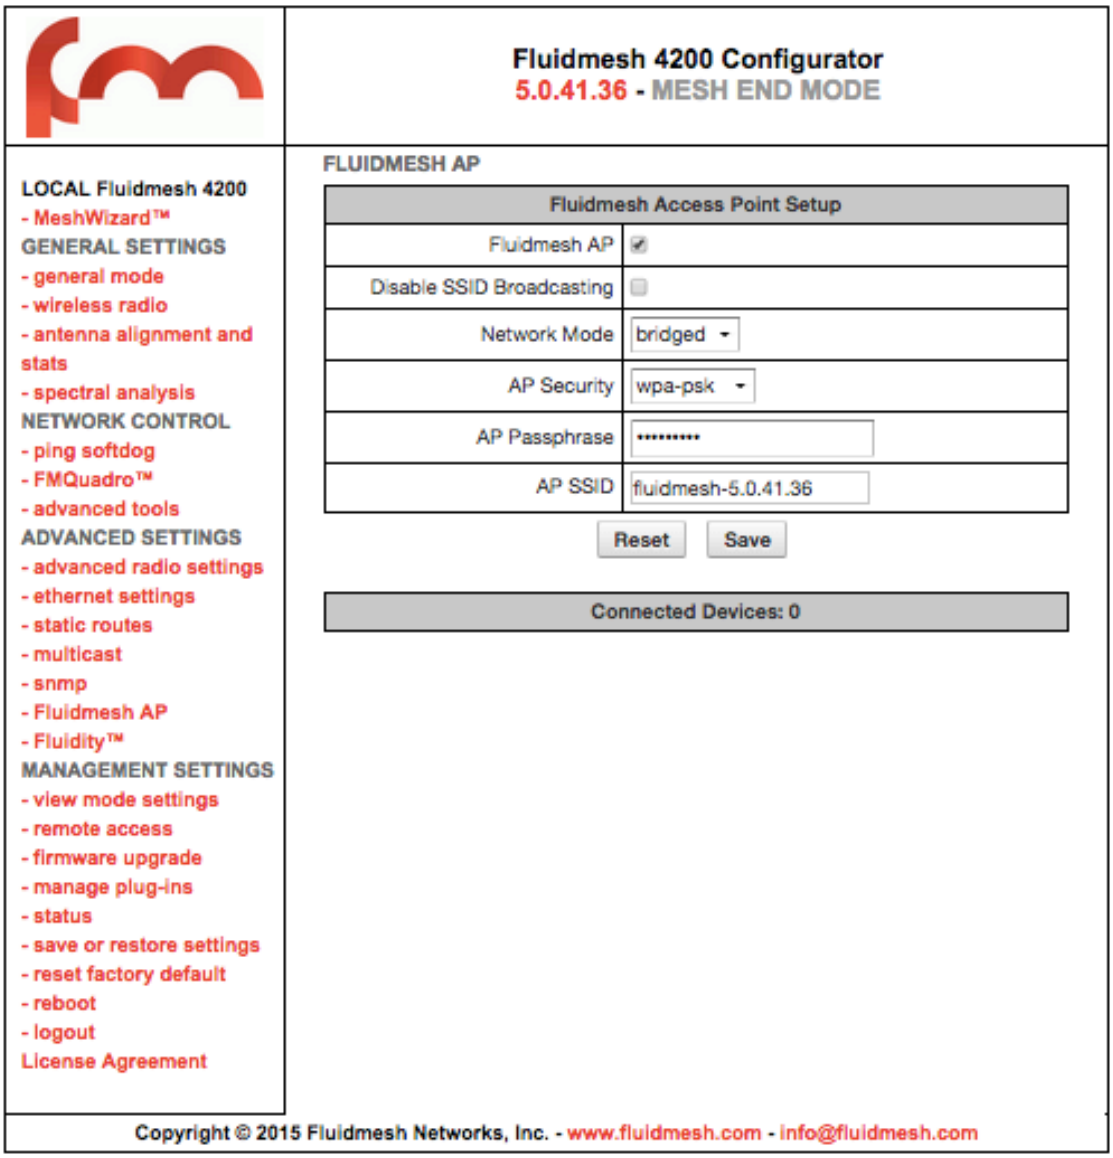

**Fig. 7.16 - Wi-Fi Access Point Configuration Page**
Firmware 6.5 and above feature an embedded Wi-Fi access point (AP) that works together with the standard Fluidmesh mesh interface. The purpose of the embedded Wi-Fi AP is mainly site maintenance and service. By enabling the Wi-Fi AP, it will be possible to connect to the Fluidmesh radios with a standard PC or laptop equipped with a Wi-Fi NIC card. To avoid impacting the performance of the mesh interface, the Wi-Fi access point bandwidth is limited to 5 Mb/s. This can be enough for maintenance, browsing the network and, in this case, for pulling one camera video. Fig. 7.16 reports the configuration page for the Wi-Fi AP. The AP can be enable/disable by clicking on the relative box. By selecting the parameter “Disable SSID Broadcasting”, the user can hide the visibility of the AP by preventing the AP from broadcasting the specified SSID. “AP Security” indicates the encryption mechanism used by the AP to encrypt the communication to and from the clients using the encryption secret “AP Passphrase”. Finally, DHCP parameters must be specified so that the client could be assigned with a proper IP address automatically during the association phase. Please note that for each Fluidmesh radio in the network, the Wi-Fi AP, if enabled, should be configured using a different DHCP IP class so as to avoid IP conflicts between associated clients to different Wi-Fi APs.